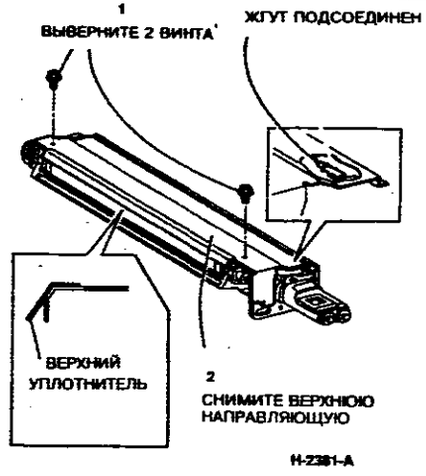

**Рисунок 1. Снятие верхней крышки**
6. (Рисунок 1) Снимите верхнюю крышку узла проявления.